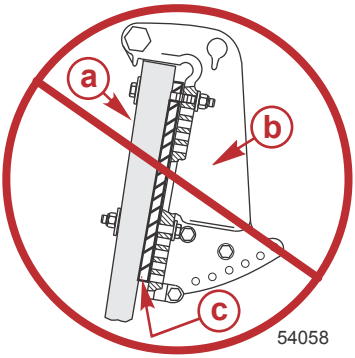

Abbildung 4
3. Keine Keile oder Platten zwischen den Spiegelhaltern und dem Spiegel (oder der Hubplatte) installieren. Siehe Abbildung 4.